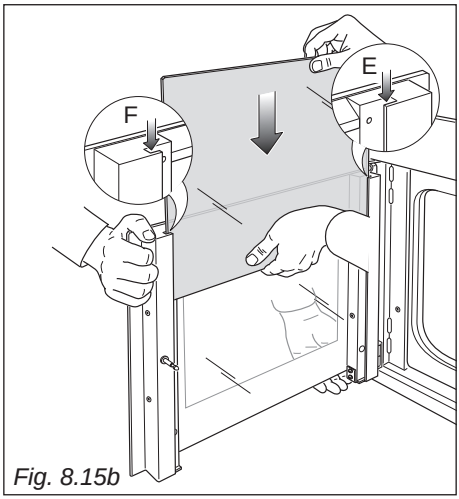
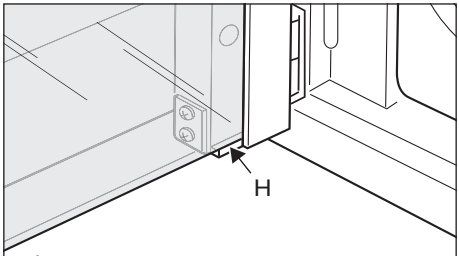

Fig. 8.15b
Fig. 8.15c
- Whilst one person holds the door still, a second person should insert the inner pane in the left "**E**" and right "**F**" side guides (fig. 8.15b) and gently let it slide up to the retainers "**H**" (fig. 8.15c). Forcible replacement of the door glass may lead to damage of the door hinges.